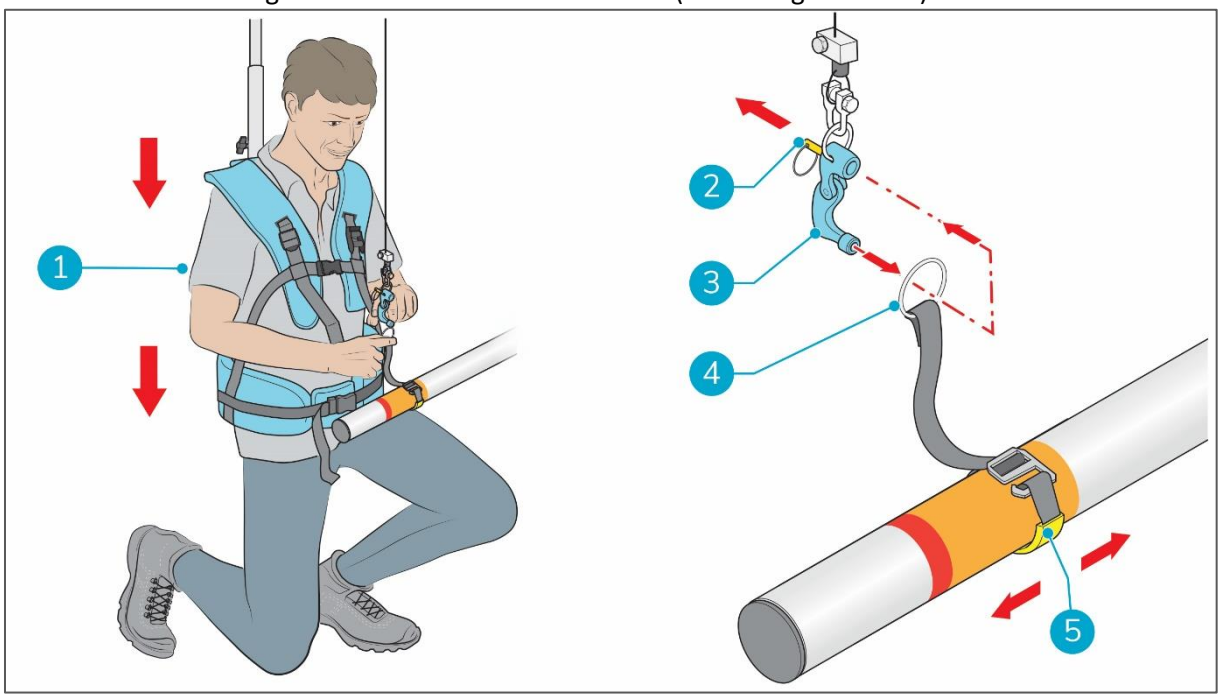

Abbildung 12
6. Knien Sie sich vor Ihre Teleskopstange und halten Sie dabei den Rücken gerade (Abbildung 12, Pos. 1).
- Ziehen Sie den Stift (Abbildung 12, Pos. 2) um den Haken zu öffnen (Abbildung 12, Pos. 3),
- stecken Sie den Haken durch den Haltebandring (Abbildung 12, Pos. 4),
8. Schieben Sie den Gurt in die gewünschte Position (Abbildung 12, Pos. 5).